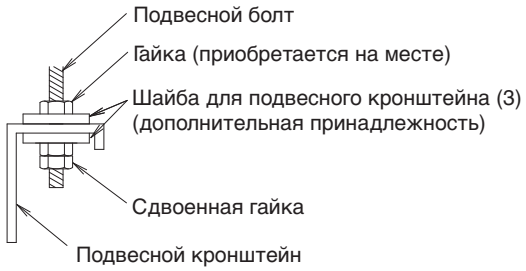

Рис. 10
(1) Закрепите подвесной кронштейн на подвесном болте. (См. рис. 10)